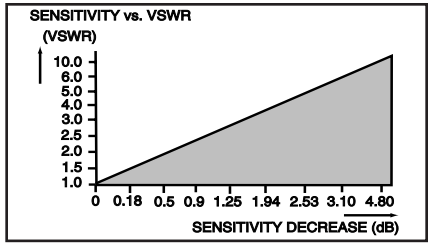

Figure 3: Sensitivity vs. VSWR
1. For BER of 10^{-5} at 4800 baud. Sensitivity is affected by antenna SWR. See Figure 3.